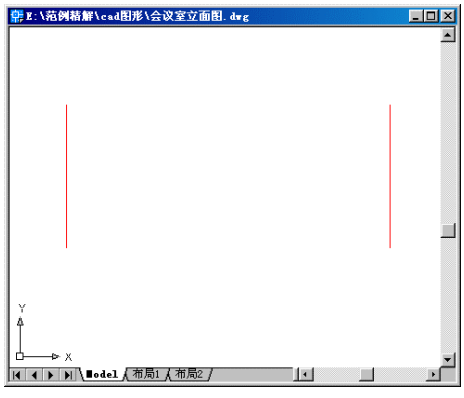

图 5-7　绘出剖面的第二条墙轴线
4. 用【Offset】命令，根据的会议室轴线尺寸，绘制出第二条墙轴线，如图 5-7 所示。